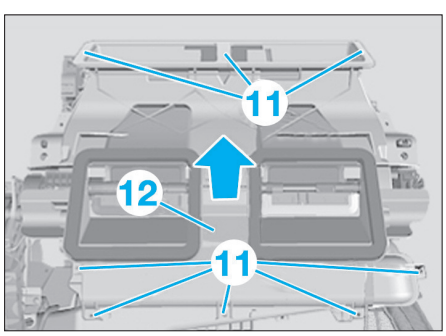

Fig. 30
• Éliminer parfaitement et soigneusement le joint (7).
• Tourner la sonde de température de répartiteur d'air froid (8) dans le sens de la flèche et l'extraire par le haut.
• Dégager par l'arrière le câble de raccordement (9) de la sonde de température de répartiteur d'air froid (8) de l'appareil de chauffage/climatisation (10).
• Déposer les vis (11) **(Fig.30)**.